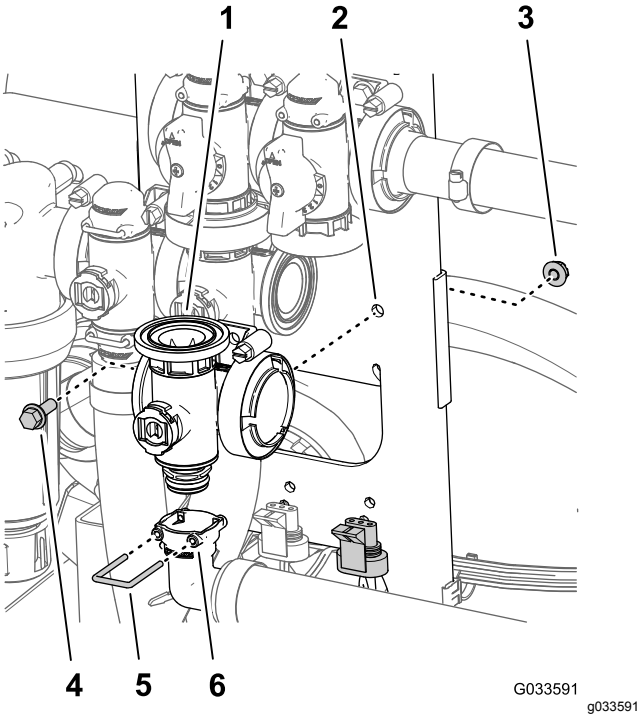

**Figur 130**
5. Innrett sokkelen til 90 graders uttaksnippelen på koblingsfestet nederst på manifolden for hovedbomventilen (Figur 130).
6. Fest koblingsfestet til uttaksnippelen ved å sette en holder i sokkelen på uttaksnippelen (Figur 130).